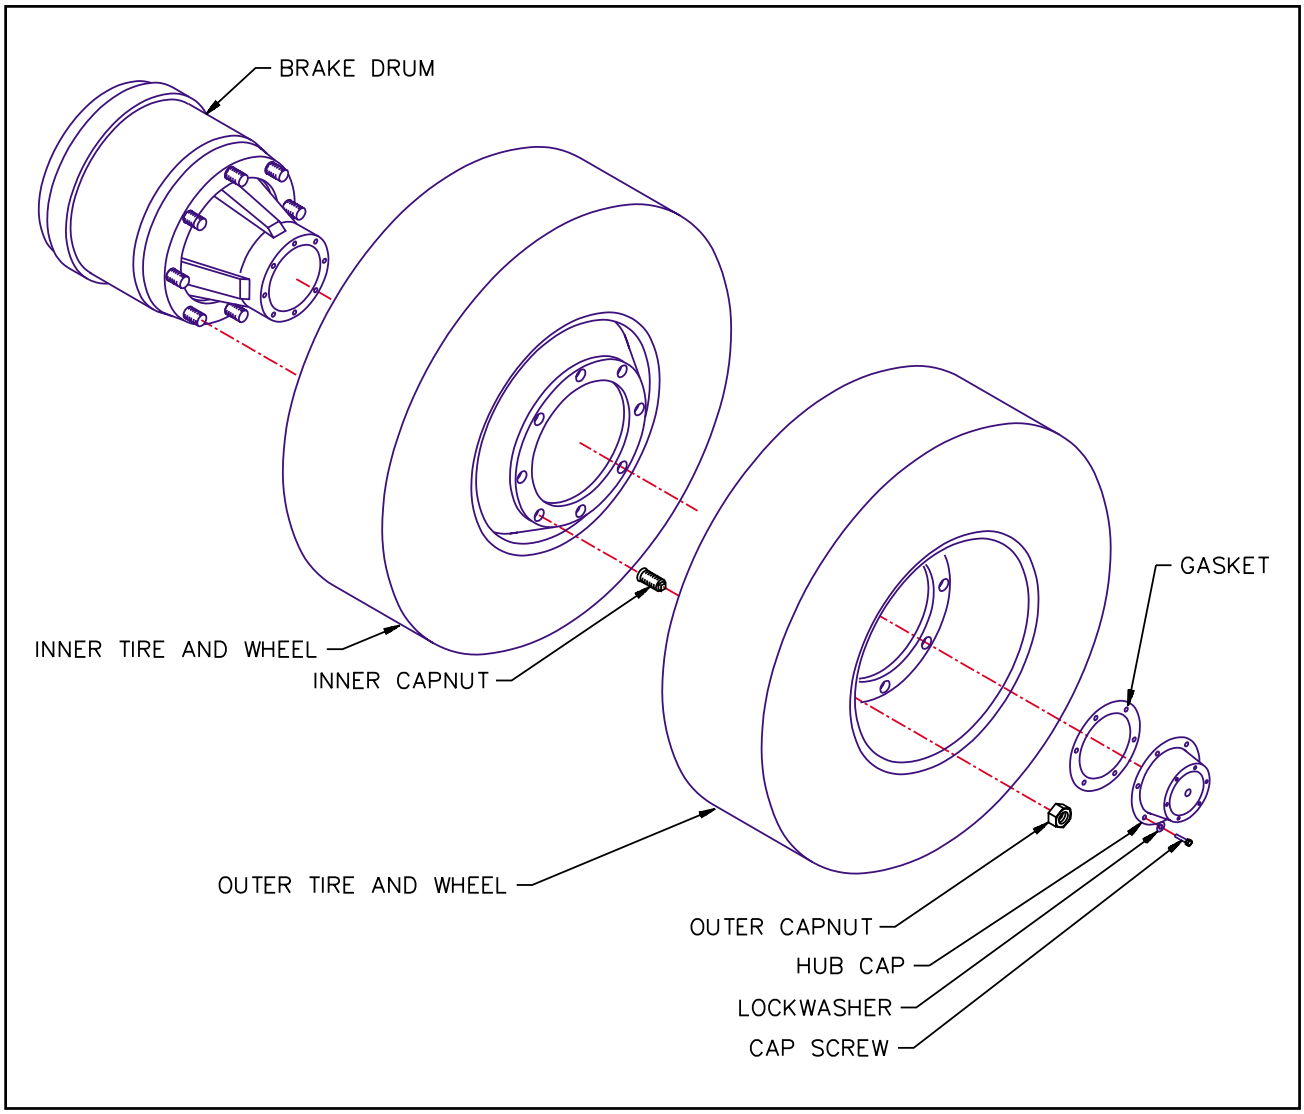

**Figure 4-18 Mounting Tires and Wheels**
**a.** Make sure that all mounting surfaces are clean and free of rust, dirt or paint. A wire brush may be used to clean these surfaces **(See Figure 4-18)**.